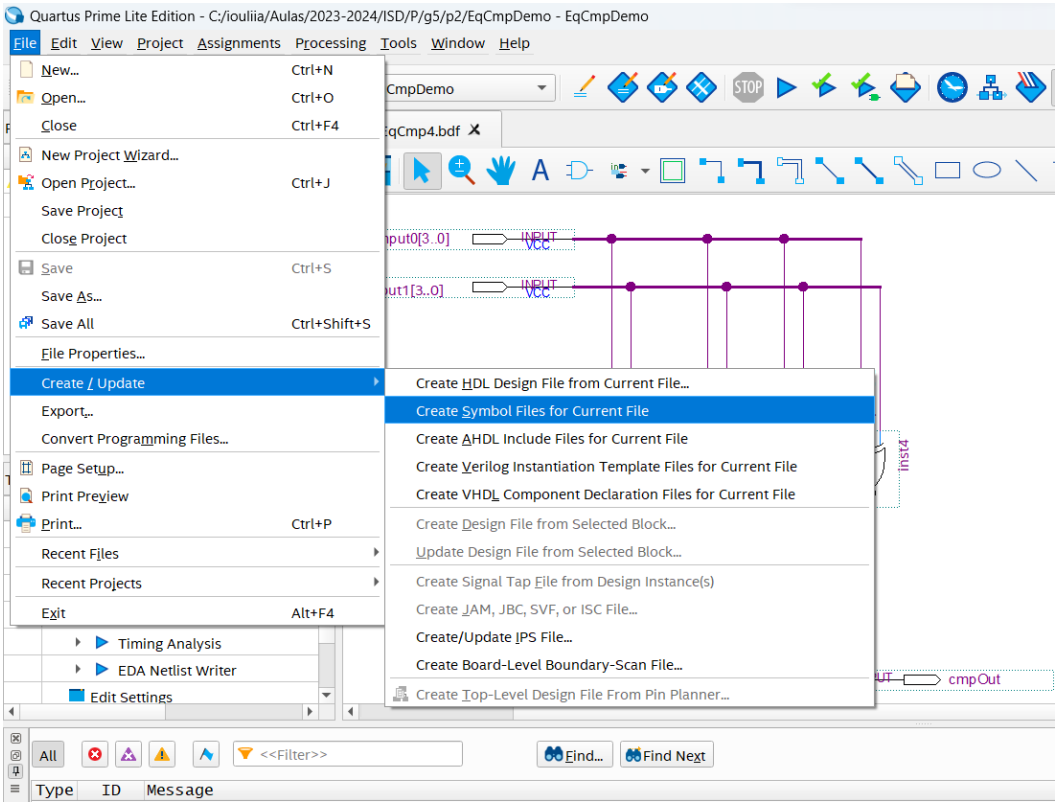
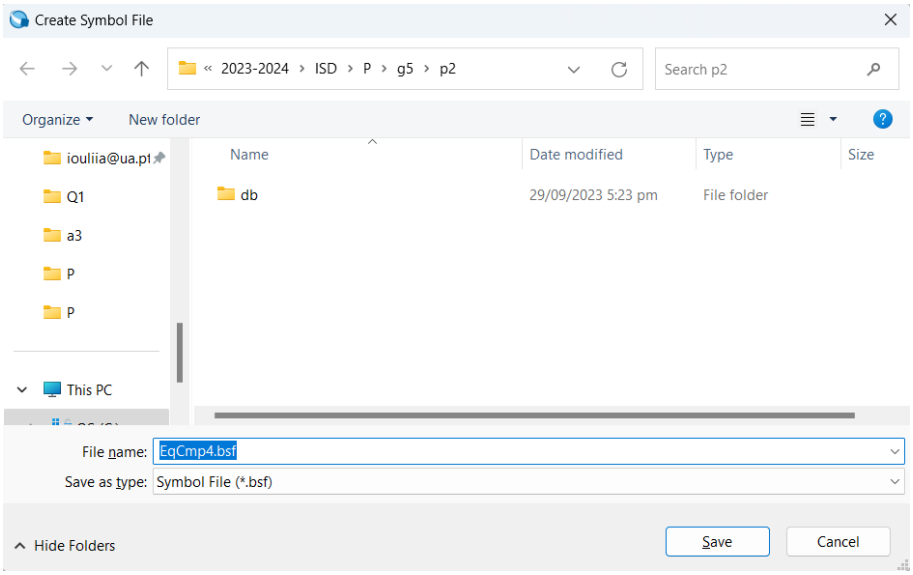

Figure 27 - Creation of a symbol for the "EqCmp4" module.
Figure 28 - Recording of file "EqCmp4.bsf" relative to module symbol "EqCmp4".
3. Create a symbol for the "EqCmp4" module so that it can be used in a schematic diagram as shown in Figure 27 and write it with the name "EqCmp4.bsf" (Figure 28).